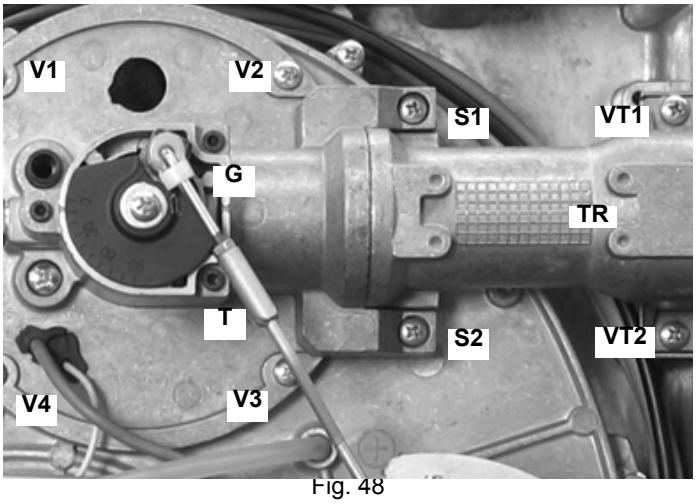

Fig. 48
- Desmonte, controle y limpie el cabezal de combustión (véase Fig. 48 y siguentes)